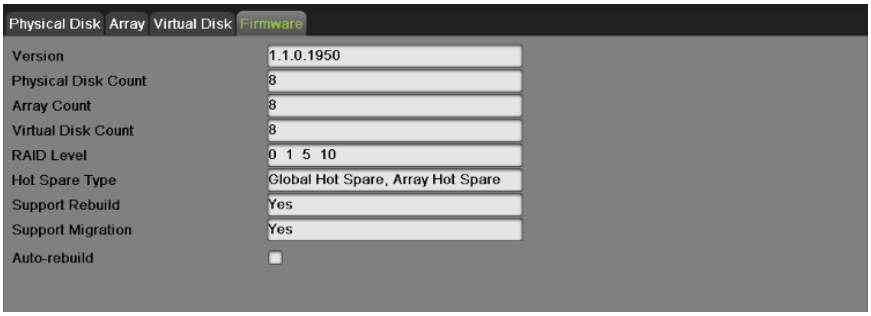

Figure 133 Firmware Interface
1. Enter the Firmware interface by going to Menu > System Configuration > RAID > Firmware, as shown in Figure 133.